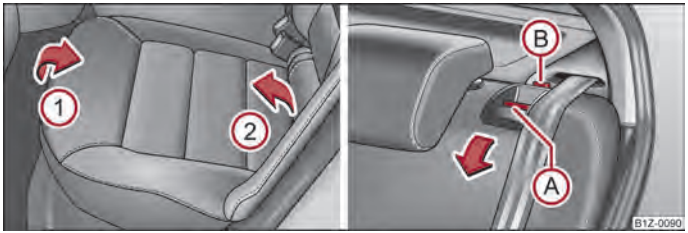

Fig. 47 Fold the seat cushion forwards/unlock the seat backrest
– Pull up the seat cushion in direction of arrow ① and fold forwards in direction of arrow ② ⇒ fig. 47.
– Make sure that the red pin Ⓑ is covered ⇒ fig. 47.